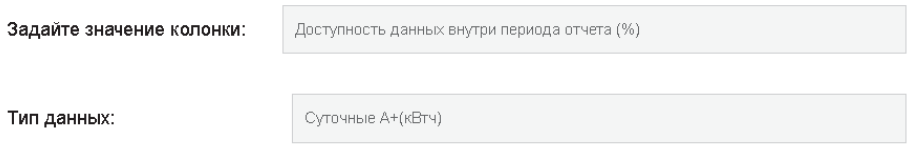

Рис. 97. Создание колонки с указанием доступности данных внутри периода
- Доступность данных внутри периода (%) – будет предложено выбрать тип данных, по которым будет вычислена доступность данных внутри периода отчета в процентах, см. Рис. 97.